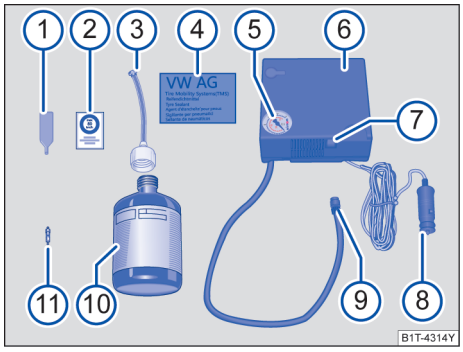

图 246 示意图：轮胎紧急套件的组件
轮胎紧急套件位于行李厢中的地板垫下。它由以下组建构成→ 图 246： ▶
12. 将轮胎紧急套件中的贴纸→ 图 246 ② 黏贴到仪表板上驾驶的视野范围内。
– 用气门芯扳手→ 图 246 ① 将气门芯从轮胎气门中旋出，然后放置到干净的垫子上。
– 将补胎胶瓶→ 图 246 ⑩ 用力来回摇晃几下。
– 将充气软管→ 图 246 ③ 顺时针方向牢固拧到补胎胶瓶上。封盖上的薄膜自动刺穿。
– 除去充气软管→ 图 246 ③ 的封盖，将开放端完全插到轮胎气门上。
– 将气门芯用气门芯扳手→ 图 246 ① 重新旋入轮胎气门中。
– 将空气压缩机的轮胎充气软管→ 图 246 ⑨ 牢固拧到轮胎气门上。
– 将电缆插头→ 图 246 ⑧ 插入车上的一个 12 伏特插座中→ 第 183 页。
– 通过开机 / 关机开关→ 图 246 ⑦ 开启空气压缩机。
重新连接轮胎充气软管→ 图 246 ⑨ ，然后在胎压表 ⑤ 上读取胎压。